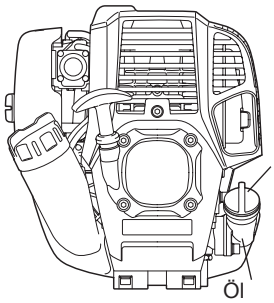
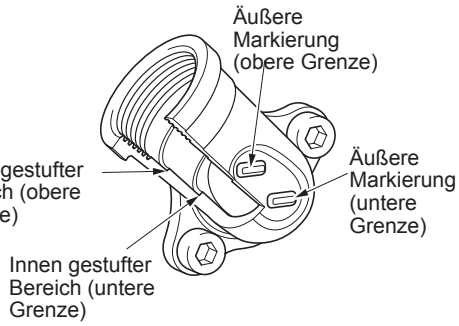

Abb. 1
Abb. 2: Öl Einfüllstutzen
- Stellen Sie den Motor auf einer ebenen Fläche ab, entfernen Sie den Öldeckel (Abb. 1) und prüfen Sie, ob Sie Öl im Bereich zwischen den oberen und unteren Grenzmarkierungen des Einfüllstutzens sehen (Abb. 2).